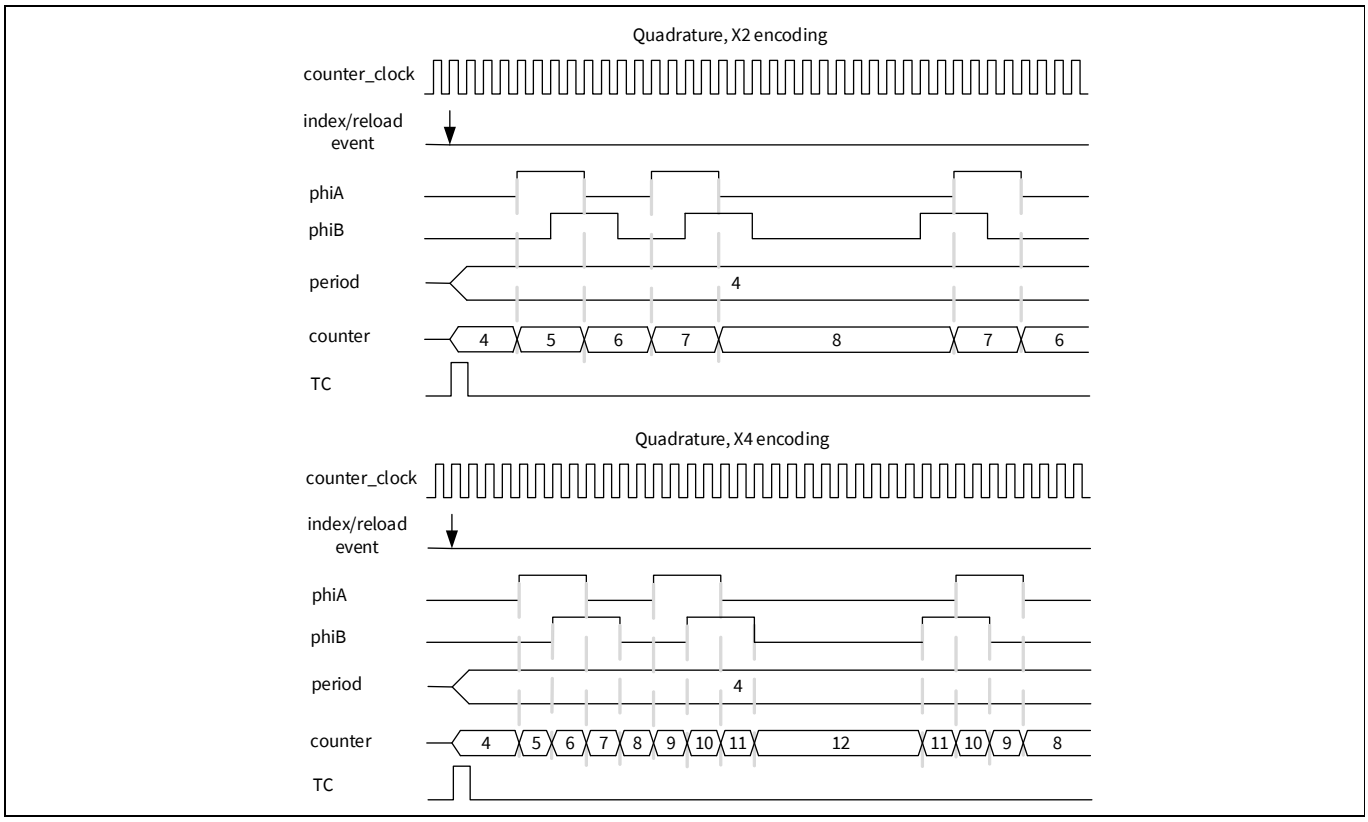

**Figure 19-10. Timing diagram for quadrature mode, X2 and X4 encoding**
**Figure 19-10** illustrates the quadrature mode behavior in the X2 and X4 encoding modes.